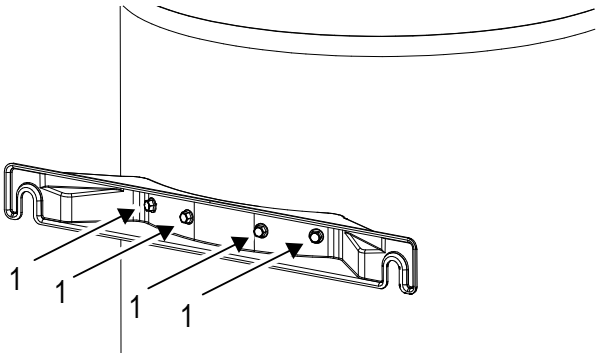

**fig. 52 -**
**E' assolutamente vietato (pena decadimento della garanzia sul prodotto) rimuovere le viti sopra indicate (part. 1 - fig. 52) per utilizzare la staffa a parete come dima di montaggio in opera.**